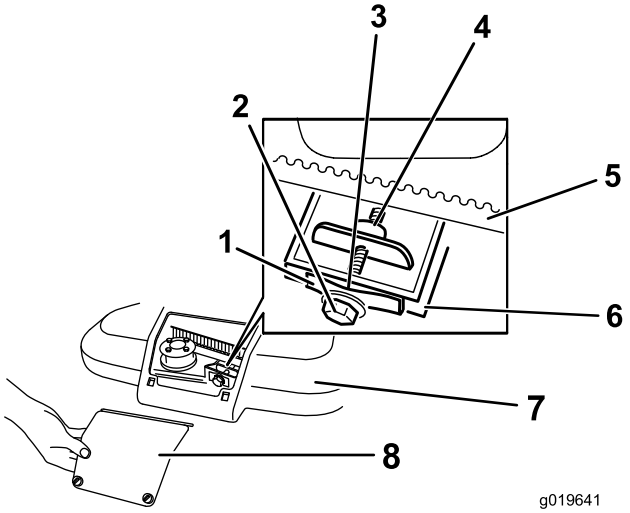

Figur 34
1. Løsne de to skruene som fester panelet for remdekseltilgang, og fjern panelet (Figur 34).
Merk: Hvis det er synlig avstand mellom følerbladet og fjæren, stram justeringsbolten og -mutteren til følerbladet så vidt kan føres uhindret inn og ut mellom dem (Figur 34).